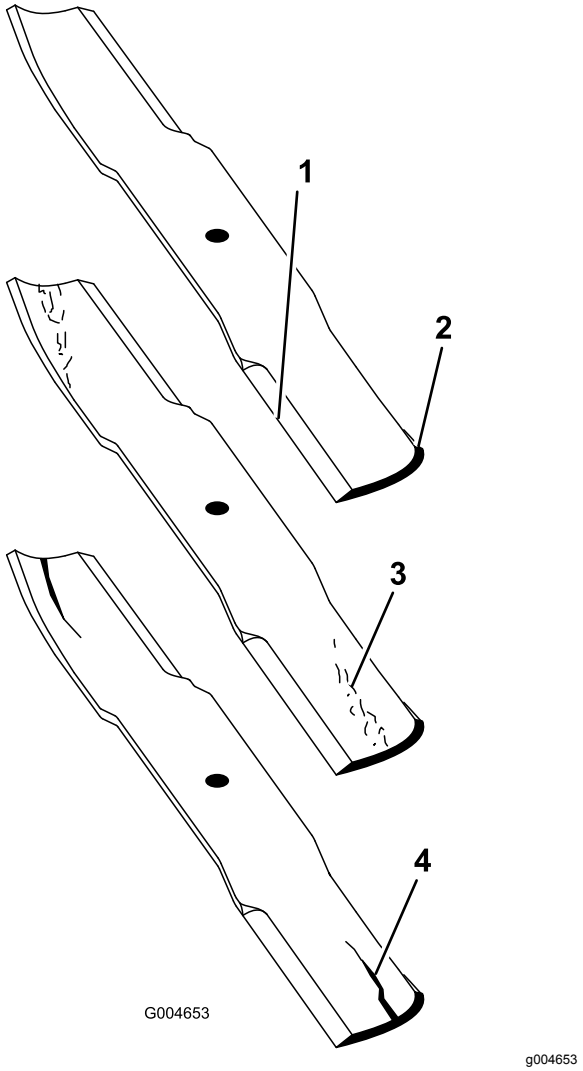

Figur 113
2. Undersök knivseggarna noggrant, i synnerhet där knivens flata och böjda del möts (Figur 113). Kontrollera kniven innan du använder maskinen eftersom sand och slipande material kan slita bort metallen mellan knivens flata och böjda delar. Byt ut kniven om den är sliten (Figur 113).